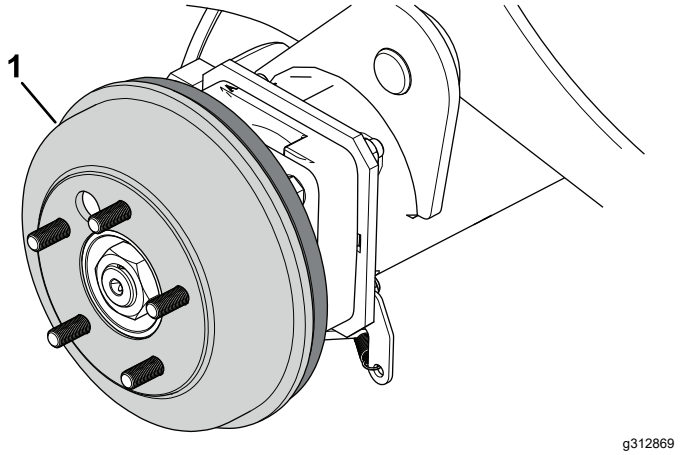

Figuur 71
4. Verwijder de remtrommels (Figuur 71) manueel.